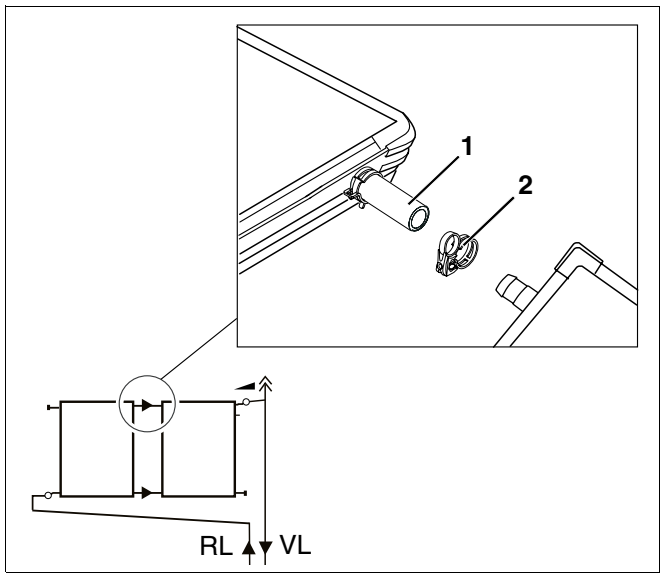

Afb. 49 Veerklemringen over de slang trekken
De veerklemring is (afb. 49, **pos. 2**) met een rubberen band aan de slang (afb. 49, **pos. 1**) bevestigd.
- Vooraleer de volgende collector geplaatst wordt, moeten eerst de veerklemringen (afb. 49, **pos. 2**) over de voorgemonteerde slangen (afb. 49, **pos. 1**) getrokken worden.
Let erop, dat de tweede veerklemring (afb. 49, **pos. 2**) op de slang zit.